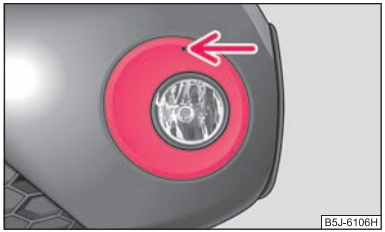

Fig. 167 Front bumper: Roomster Scout
- Guide the wire clamp from the vehicle tool kit into the opening above the fog light ⇒ fig. 167 and remove the cover. ■